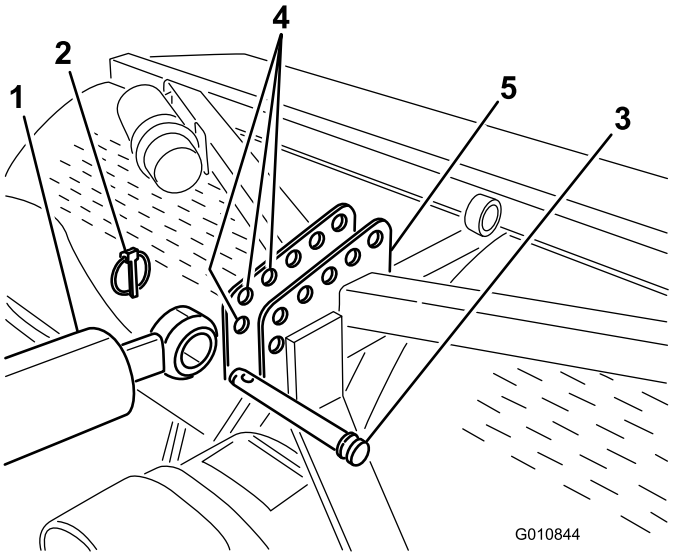

Figur 6
7. Fest stangenden på det hydrauliske toppleddet til hullet som sitter lengst framme i luftemaskinbraketten med festetapp og ringstift (Figur 6).